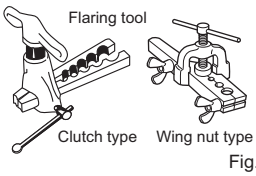

Fig. 4
4) Flaring work (Fig. 4, 5). Firmly hold copper pipe in the dimension shown in the table. Select A inch (mm) from the table according to the tool you use.